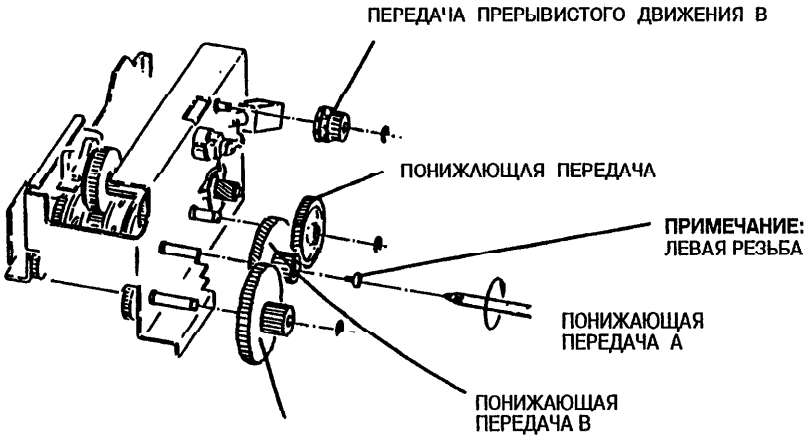

Рис. 2. Снятие передач привода
3. (Рис. 2): При снятии передач привода обратите внимание, что понижающая передача, А, укреплена винтом с левой резьбой.